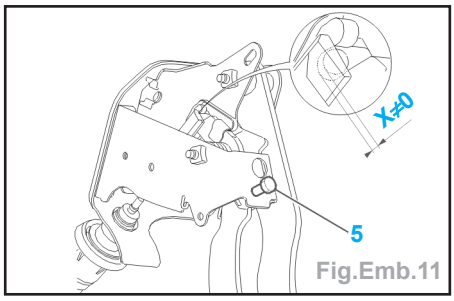

Fig.Emb.11
- Contrôler la présence d'un jeu (X) mini (Fig.Emb.11).
- Sinon, intervenir sur la vis (1).
- Si ce n'est pas le cas : Intervenir sur la vis (5).